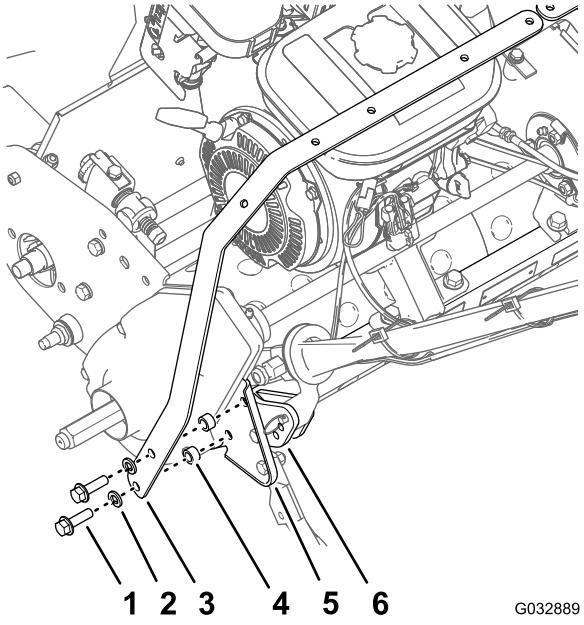

Figuur 7
9. Monteer de linker steun voor de lampset, 2 afstandsstukken, en de linker-zijplaat op het buitenoor van het achterframe (Figuur 7) met de 2 flenskopbouten (3/8" x 1-1/4") en 2 veerringen (3/8", verwijderd in stap 6).